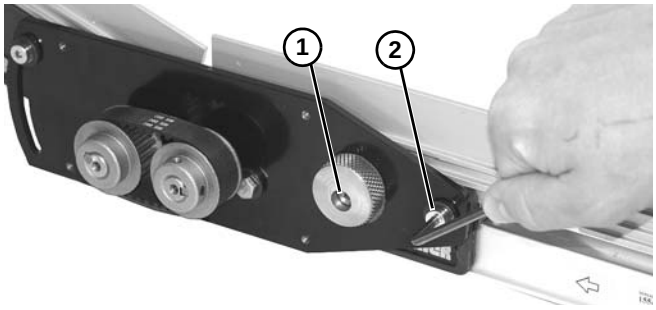

Figure 23
13. Serrer la vis **(Figure 23, élément 1)** dans la came pour verrouiller le dispositif de tension de la bande.
14. Serrer la vis **(Figure 23, élément 2)** au couple de 7 N.m pour sécuriser sa position.